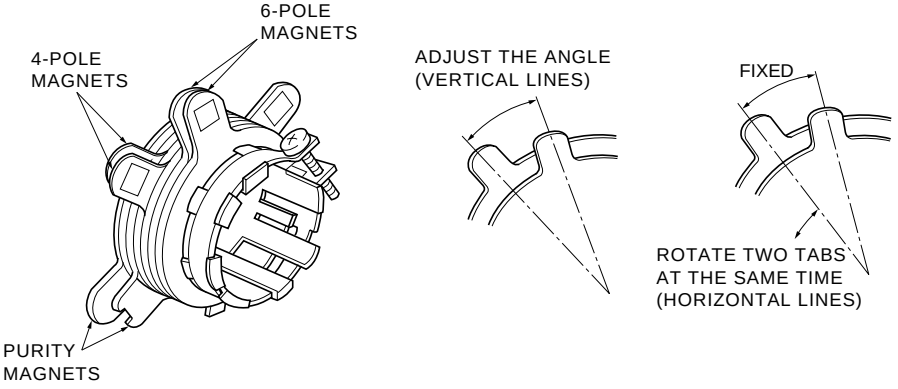

Figure 2.
3. Adjust two tabs of the 4-Pole Magnets to change the angle between them (See figure 2.) and superimpose red and blue vertical lines in the center area of the picture screen.